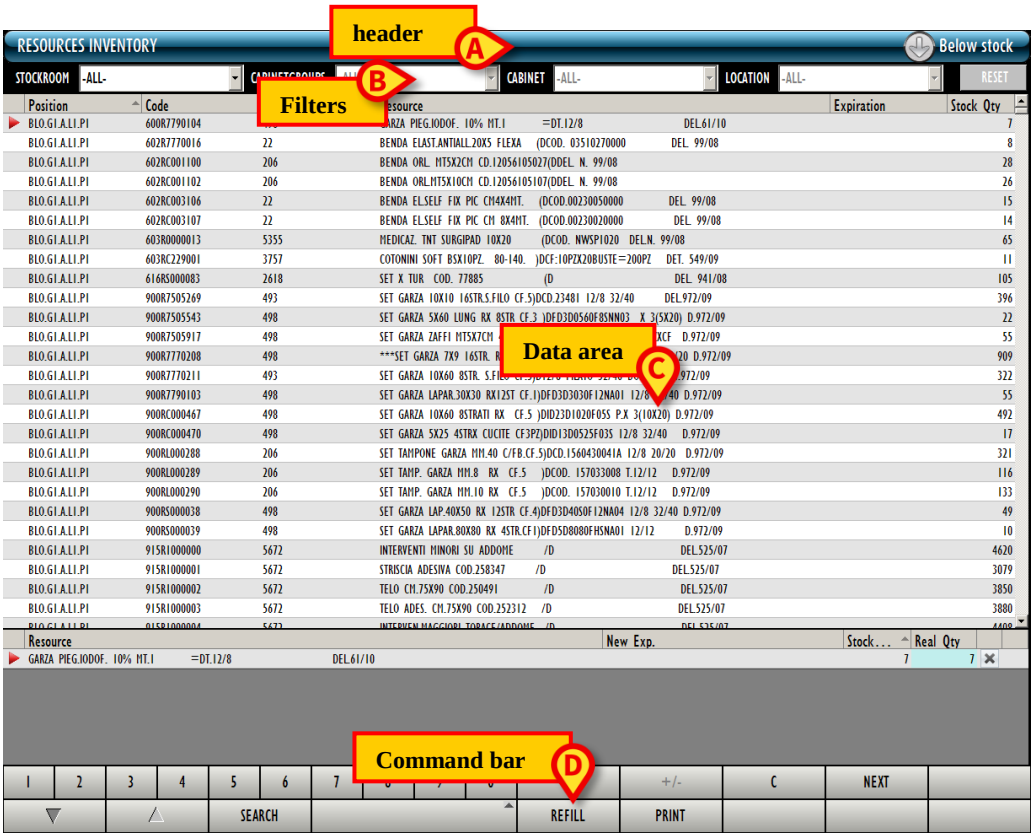

Fig 2
- the header (Fig 2 **A**);
- the selection filters (Fig 2 **B**);
- the data area (Fig 2 **C**);
- the command bar (Fig 2 **D**).
The data area (Fig 2 **C**) displays the contents of the different screens. These contents will be described contextually, with the relating module.
The command bar (Fig 2 **D**) contains the buttons making it possible to perform the procedures relating to the module selected. The different command bars will be described contextually, with the different modules.